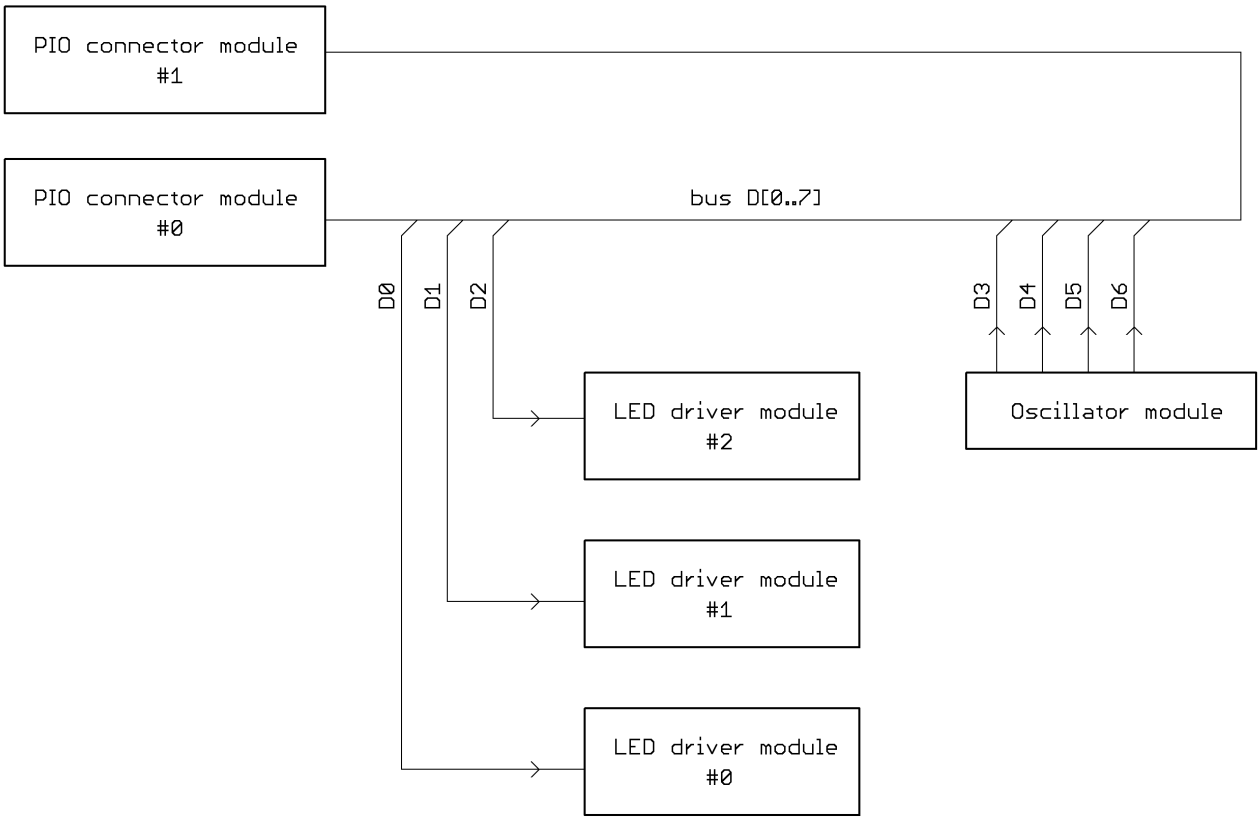

Figure 3: main module overview
To get an impression of where this tutorial is heading to, Figure 3 outlines the main module as it consists of sub modules and their interconnections.
5) As outlined in the project overview (Figure 3 page 8) two “PIO_connector” modules are required. So please do step 1 on page 16 a second time.